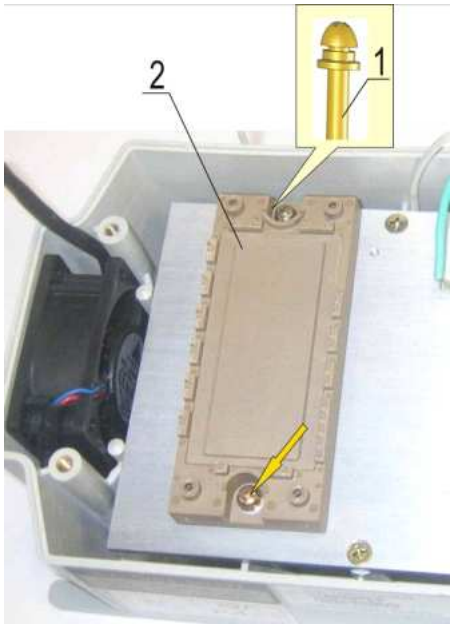

Рис. 7.3
7.2.3. Установить матрицу над отверстиями «С» радиатора, при этом контакты «1» … «6» матрицы должны быть обращены к ближнему краю радиатора. Слегка притереть матрицу и вкрутить два винта для предварительного крепления матрицы IGBT (рис. 7.3).